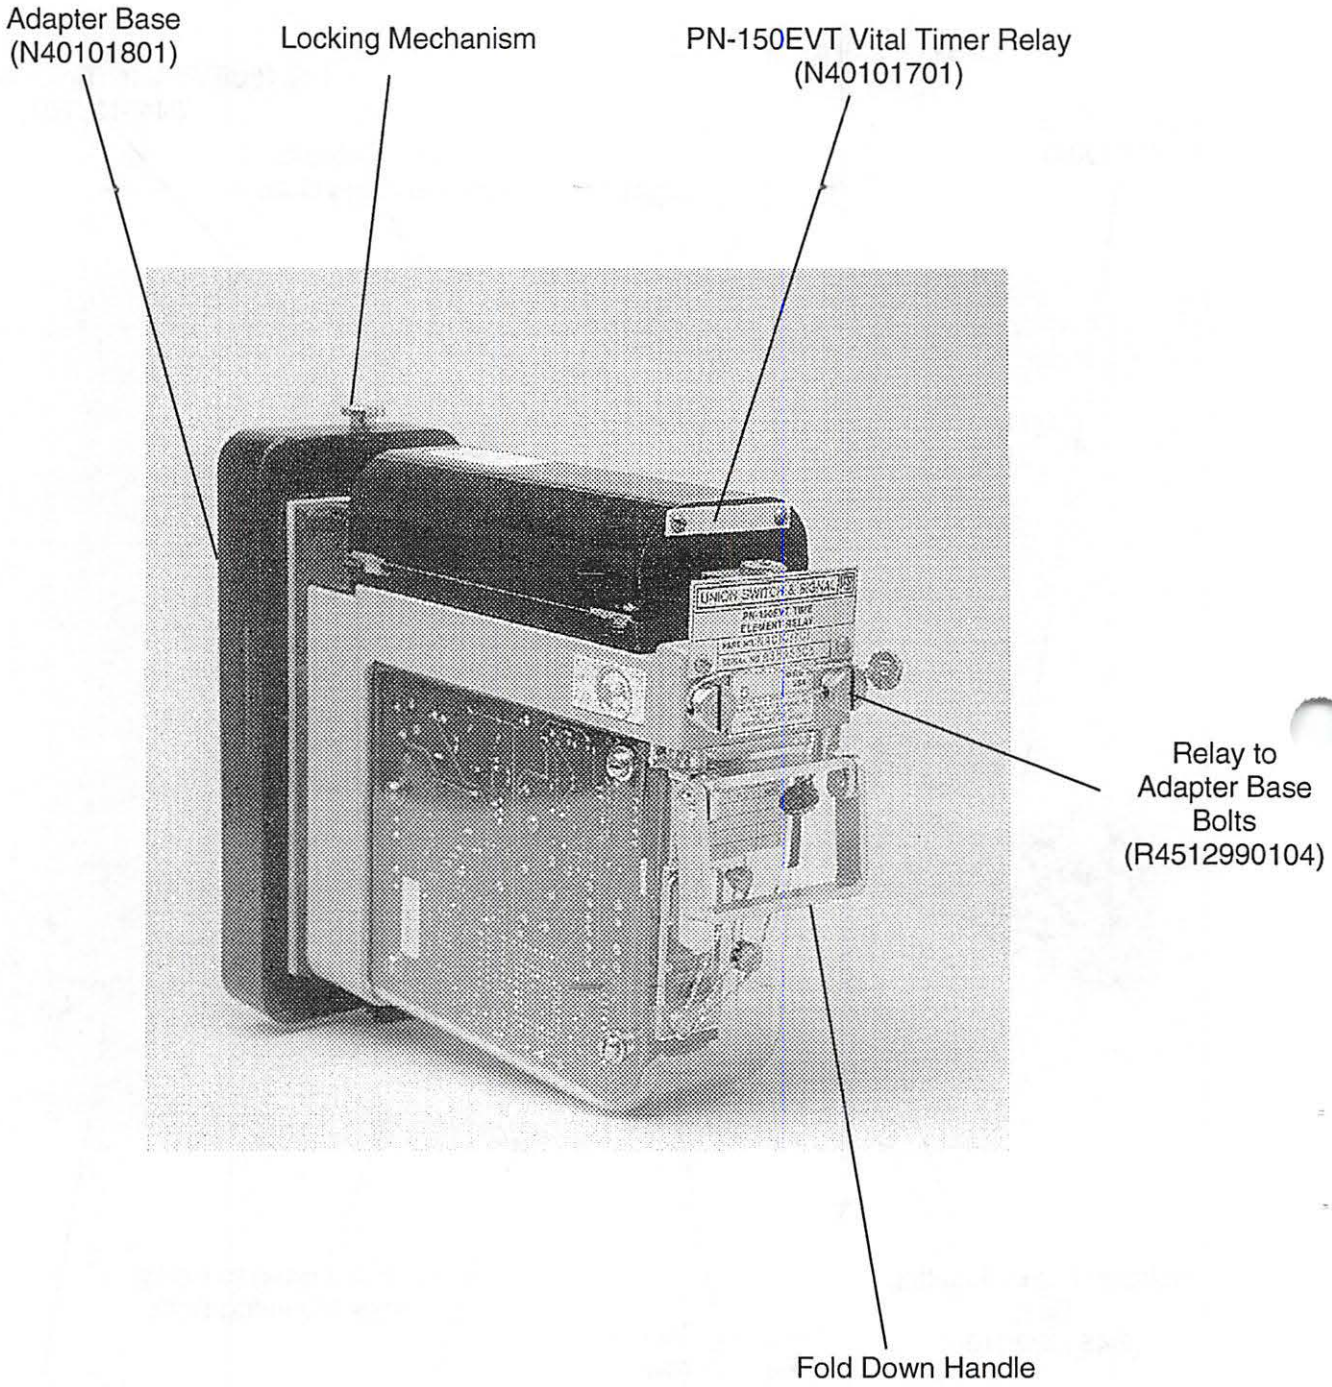

Figure 1-2. PT-55 Replacement Package (N40101001)
2) PN-150EVT [PT-55 Replacement Version] -N40101001 (Fig. 1-2)